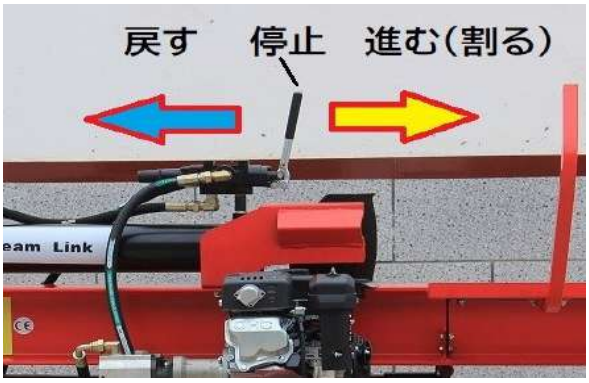

図2
3.)丸太を割るときは、コントロールバルブのハンドルを右方向(ウェッジ/丸太側)に押してください。➡図2をご参照
この図は「図2」の向こう側から見ています。